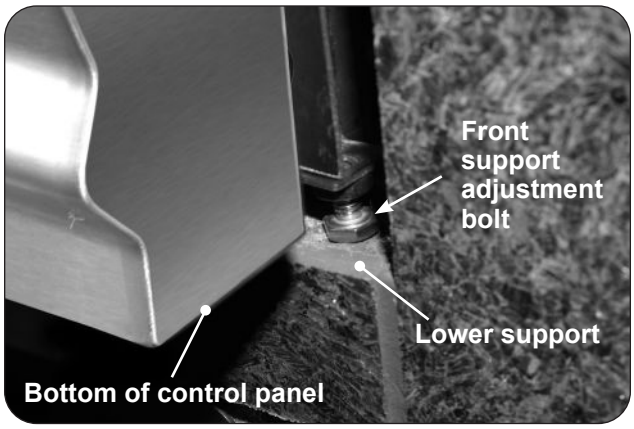

Fig. 25-1 Front support adjustment bolts
2. Rotate the front support adjustment bolts (up or down) until the grill hanger rests flush on the countertop, AND, the adjustment bolts are touching the supporting structure found at the bottom of the cutout (lower support). Use a 7/16" open-end wrench as needed. See Fig. 25-1.